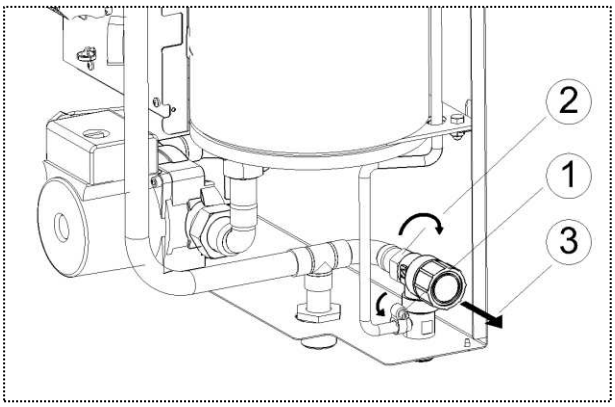

Рисунок 14. Замена предохранительного клапана
1) Ослабьте проволочный хомут и отсоедините сбросной шланг от клапана (см. рис. 14).